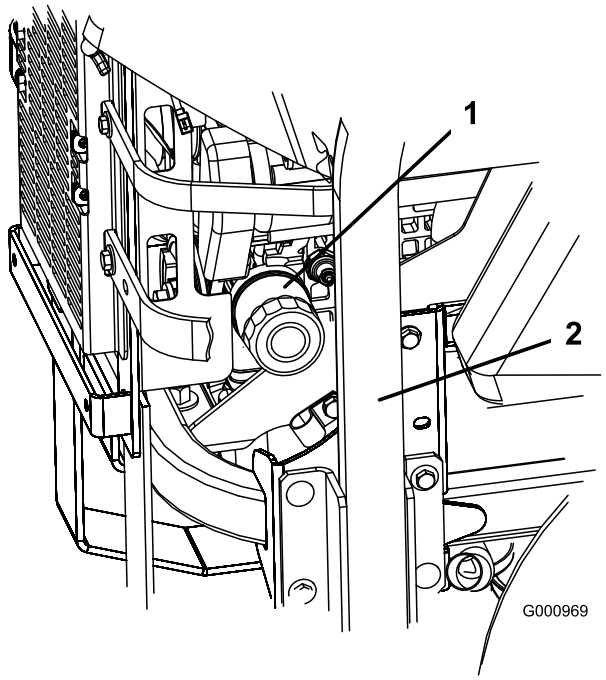
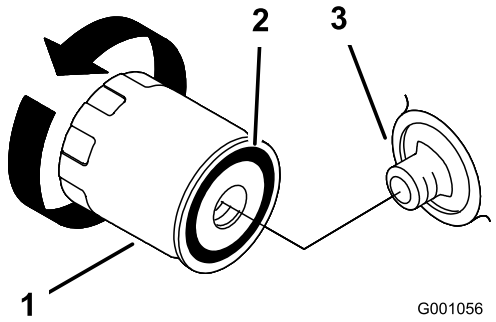

Figur 36
Figur 37
2. Drej filteret mod uret for at afmontere det (Figur 36 og Figur 37).